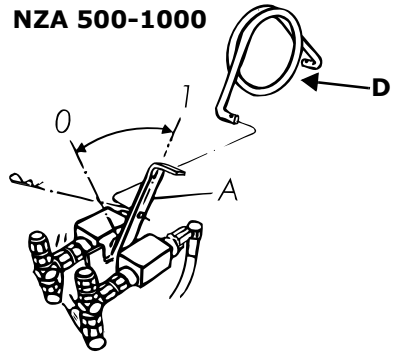

Figure 1.3
- **!** Always keep the reversing valve of the wing folding hydraulic ram closed during transport on the road or whenever persons are in close proximity to a folded up wing section, e.g. when replacing tines. Remove the rod D and move the lever A to the front. See “Figure 1.3”, position 0.